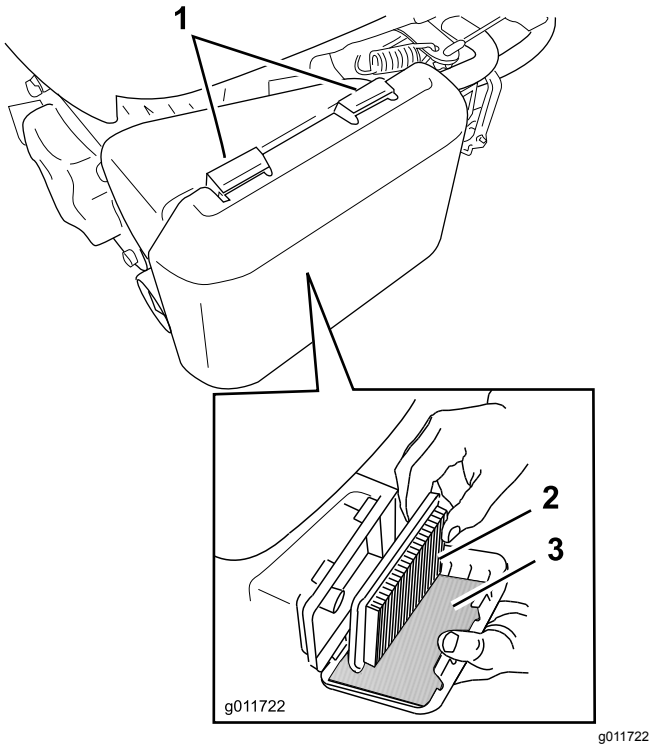

Figuur 22
1. Druk de lippen van de vergrendeling bovenop het luchtfilterdeksel omlaag (Figuur 22).
3. Verwijder het papierelement en het schuimfilter (Figuur 22).